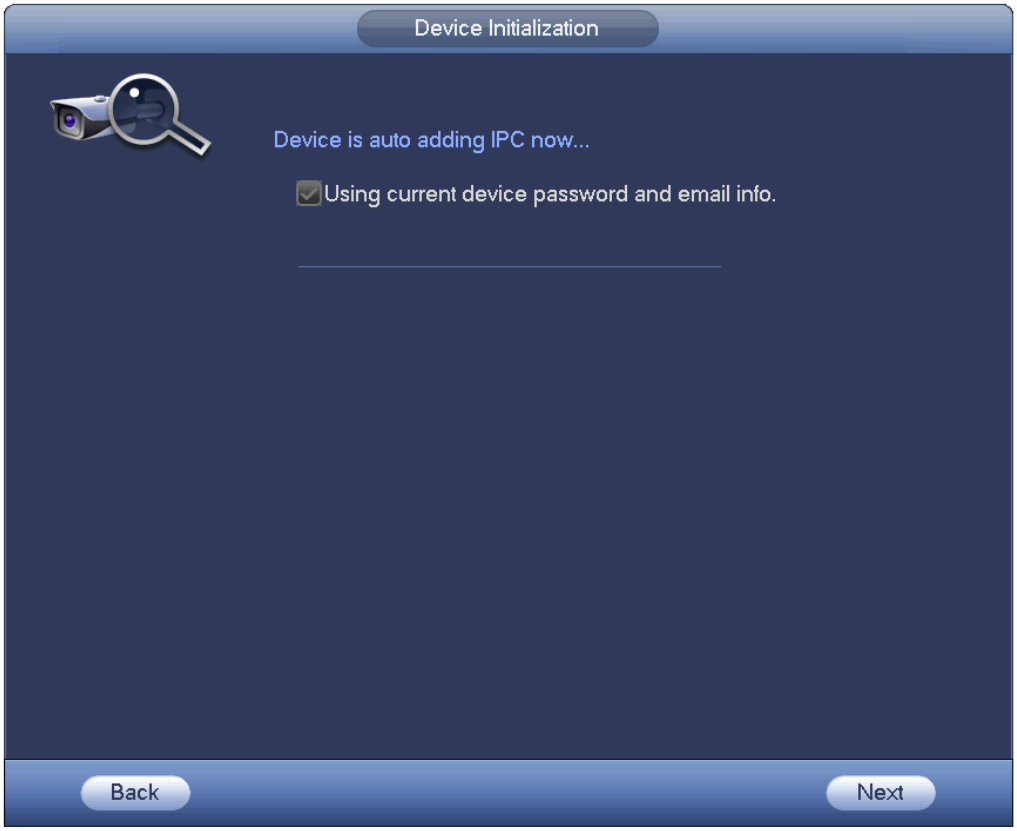

Figure 4-18
1) Device now enables DHCP function. It says DHCP is in process now, please wait. See Figure 4-18.